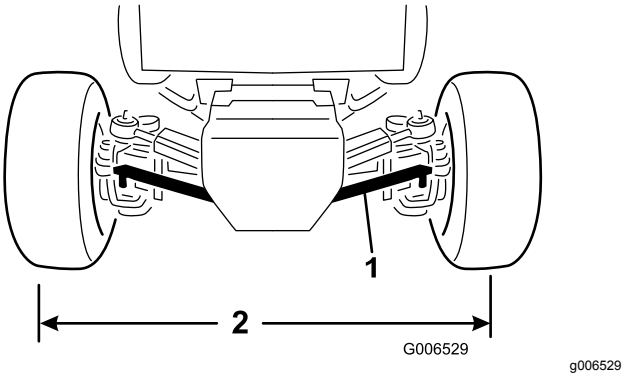

Figur 63
1. Fjern splinten og kronemutteren som fester ett av parallellstagets kuleledd til monteringsbraketten på akselen, og skill kuleleddet fra akselen (Figur 63).
3. Roter kuleleddene på parallellstagene inn eller ut, til avstanden fra midten til midten foran og bak på bakhjulene er den samme (Figur 63).